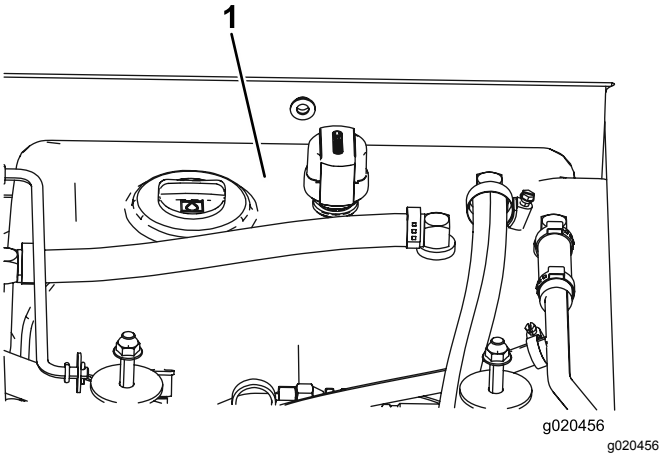

Figuur 98
3. Vul het reservoir (Figuur 98) met hydraulische vloeistof; zie Hydraulische vloeistof controleren (bladz. 30).